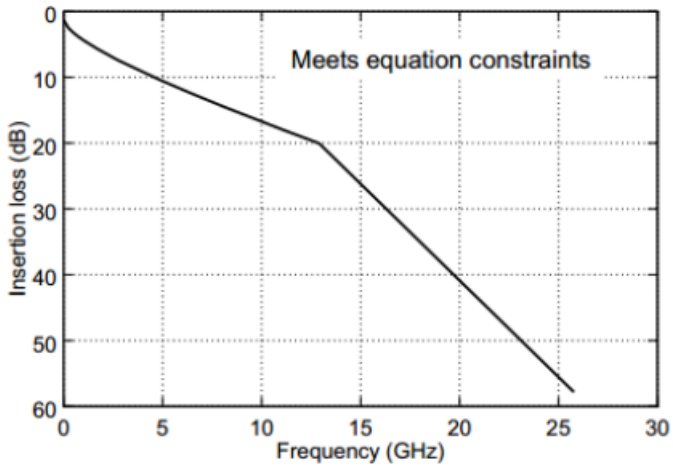

Figure 62. CAUI-4 chip-to-chip channel insertion
1. See Figure 61. 2. See Figure 62.